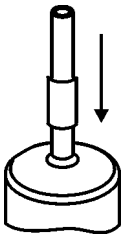

Рисунок 24
2.16.4 На верхнюю часть пипетки надеть отрезок силиконовой трубки с внутренним диаметром 4 мм и длиной 5 мм (рисунок 24). Эта трубка в дальнейшем будет использоваться в качестве упора для верхнего оптодатчика.